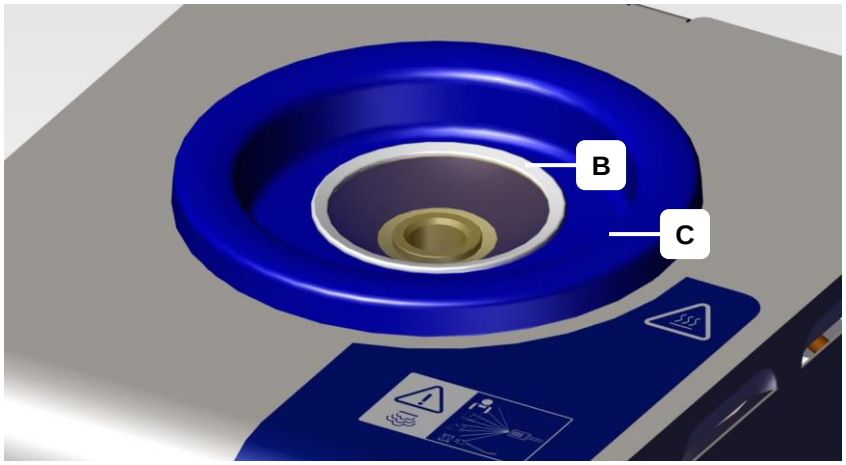

Afbeelding 6.2.2: Zeef in de opvangbak leggen
3. Leg de meegeleverde zeef (afbeelding 6.2.2) in de opvagbak.